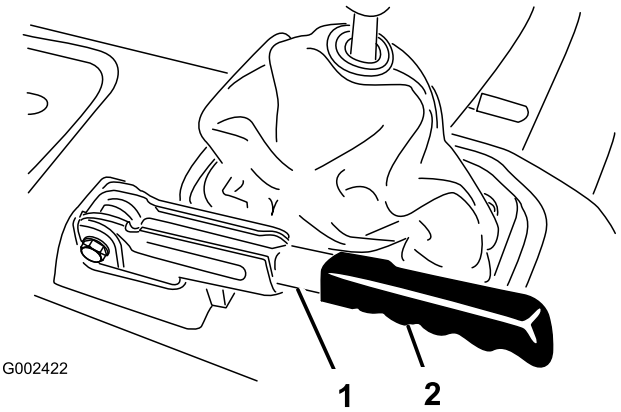

Figur 60
1. Fjern gummihåndtaket fra parkeringsbremsespaken (Figur 60).